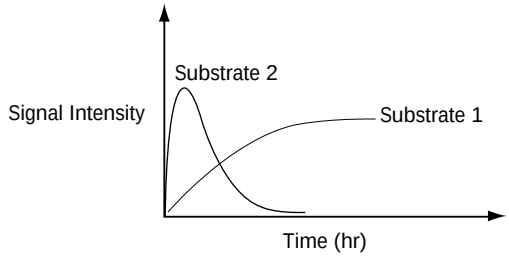

Figure 10-1. How signal intensity of a substrate and time affect the scan.
- **Substrate—**You should test several substrates and evaluate which substrate emits light for the length of time required for the Typhoon instrument to scan the sample. If the signal intensity of the substrate diminishes significantly before the instrument completes the scan, you might not be able to perform accurate quantitation on the last part of the sample scanned by the instrument (figure 10-1).